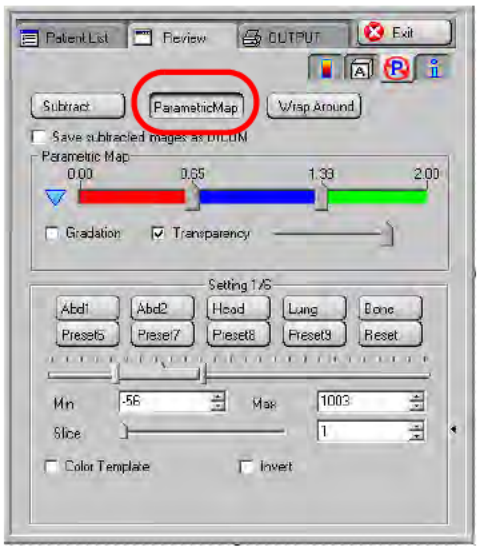

Figure 10-11: Parametric Map color bar
1. Click the **Parametric Map** button under the **Review** tab, as shown in Figure 10-11. The Parametric Map color bar will be displayed.
The color bar can be displayed as three discrete color sections, as seen in Figure 10-11. It can also be displayed as a gradation of colors between each section. Enable gradation by clicking the **Gradation** checkbox.